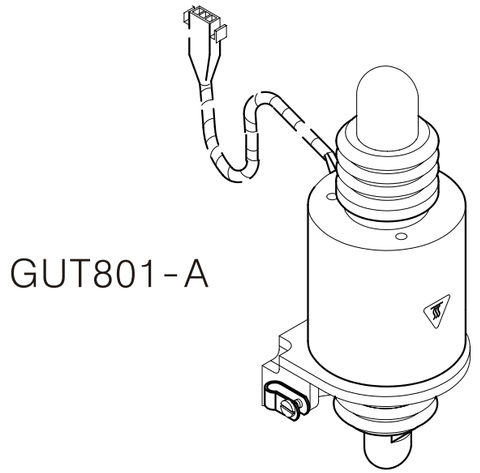

Fig. 55
2. El GUT801-a esta ensamblado para conectarse al motor. (Fig. 55)